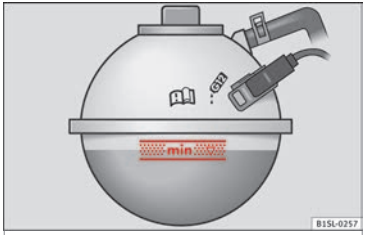

Fig. 168 In the engine compartment: Marking on coolant expansion tank
- When the engine is cold, check the coolant level using the side marking on the expansion tank ››› Fig. 168.
- The engine coolant level should be between the marks on the coolant expansion tank ››› Fig. 168. **Do not exceed the top level of the marked area** ››› ❗.
- **Only top up coolant to the top level of the marked area ››› Fig. 168. Otherwise the excess coolant will be forced out of the cooling system when the engine is hot, causing damage.**